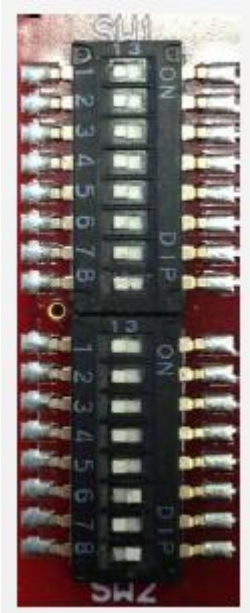

Рис.10 16 битный переключатель ControlPoint.
1.2.5 На базовой плате станции управления TX2103 Control Point имеется 16 битный переключатель общего назначения, его установочное значение может быть использовано в пользовательской программе, например, для контроля хода выполнения программы (рис.10).